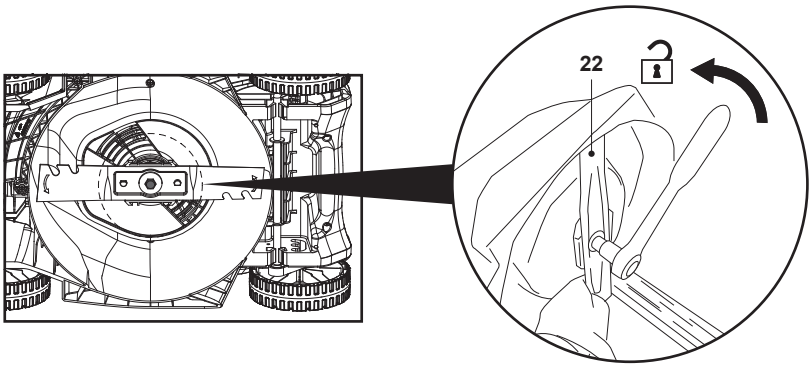

**Fig. 20**
**NOTĂ:** Dacă se utilizează o cheie de mână în locul uneia electrice de impact, trebuie împiedicată rotirea cuțitului (22) în timpul slăbirii șurubului. Poartă mănuși rezistente și prinde bine cuțitul. Dacă este necesar, utilizează o bucată de lemn de dimensiuni adecvate pentru a bloca rotirea cuțitului (fig. 20).